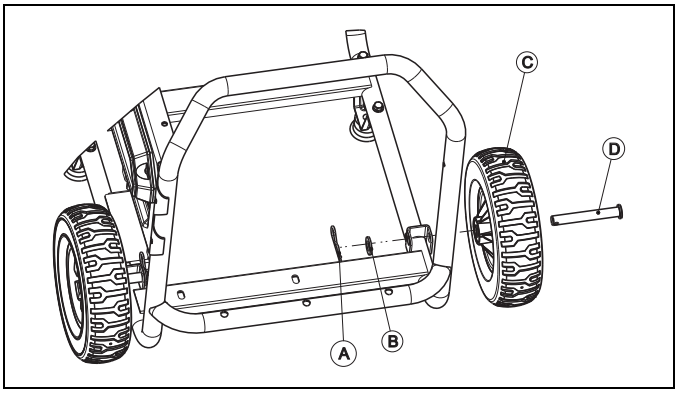

Figure 2-1. Assemblage des roues
1. Installez les roues de la façon suivante (figure 2-1):